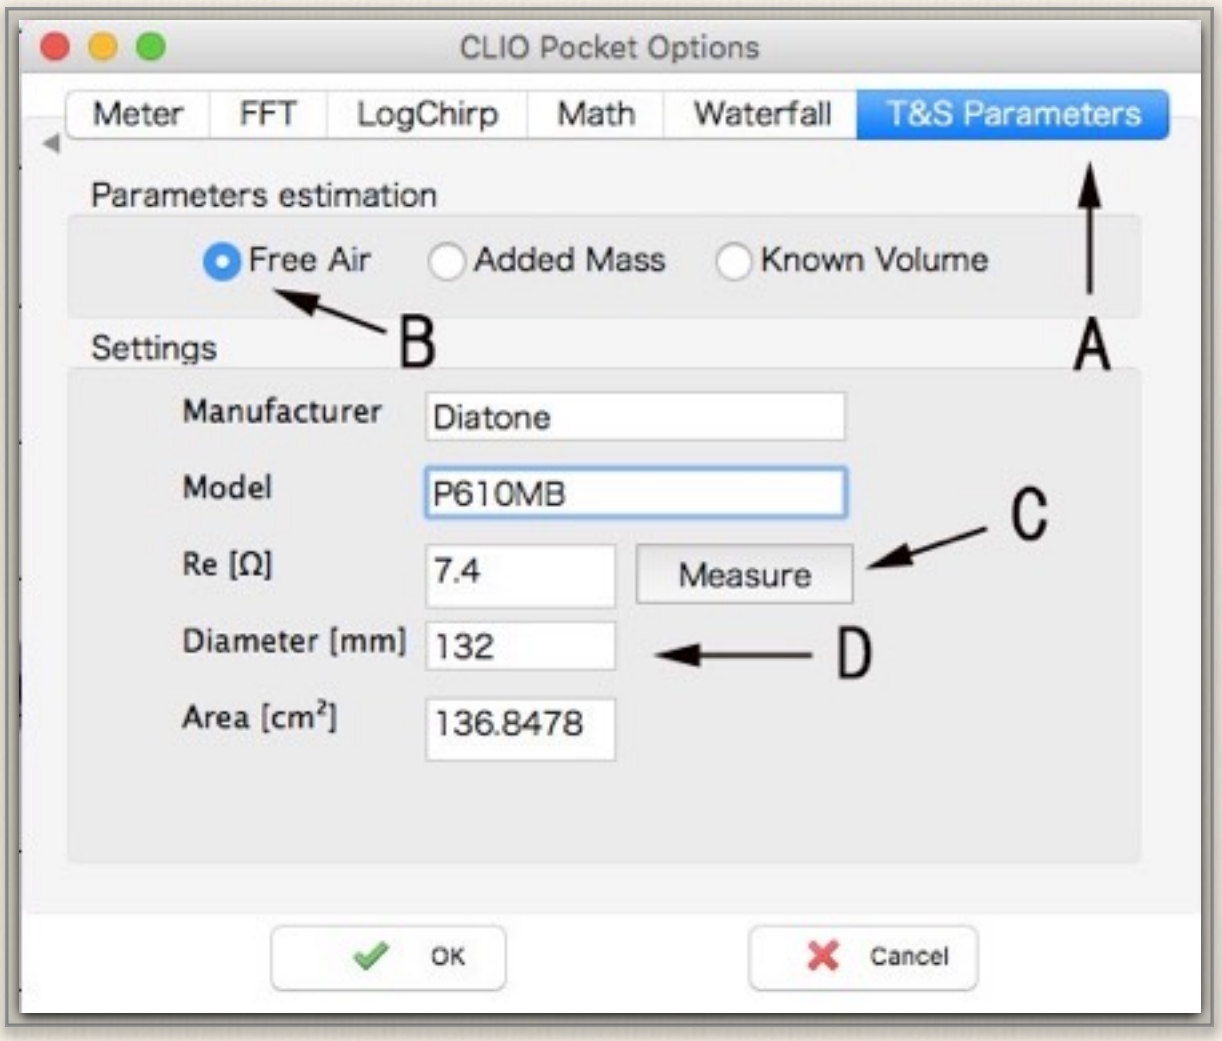

図3-6　T$Sパラメーター（自由空間）設定
① 図3-3の設定画面「CLIO Pocket Options」上で「T&S Parameters」タブを開き図3-6を表示する
② 矢印Bの自由空間「Free Air」を選択し、メーカー名や型番を入力する
③ Cの「Measure」をクリックする。DC抵抗値が自動的に測定され、この場合7.4Ωが入力される
④もう一つのパラメーターである振動板直径をDに入力する（これは、直径を計測してもよいし、もし振動板有効面積（S）がカタログなどから分かっている場合は、その値を下「Area」に入力してもよい）